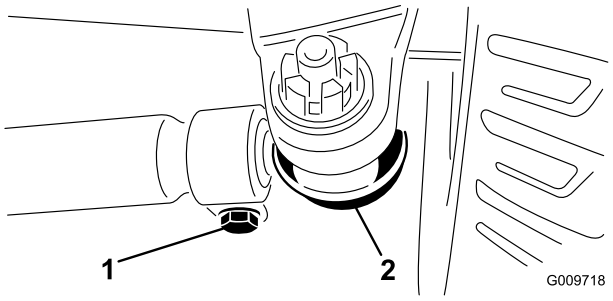

Bild 68
2. Entfernen Sie den Splint und die Mutter von einem der Spurstangen-Kugelgelenke. Entfernen Sie das Spurstangen-Kugelgelenk vom Achsständer (Bild 68).
3. Lockern Sie die Klemmen an beiden Enden der Spurstangen (Bild 68).